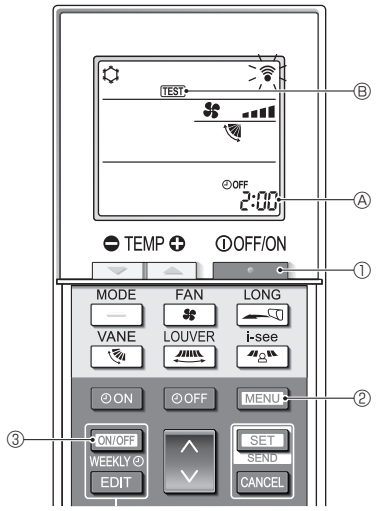

Abb. 7-5
7.2.2. Verwendung der drahtlosen Fernbedienung (Abb. 7-5)
■ **Testlauf (Abb. 7-5)**
1. Drücken Sie die Taste [ ] ①, um die Klimaanlage anzuhalten.
- Wenn der Wochen-Timer aktiviert ist (WEEKLY eingeschaltet ist), drücken Sie die Taste [ON/OFF WEEKLY] ③, um ihn zu deaktivieren (WEEKLY ist ausgeschaltet).
2. Drücken Sie die Taste [MENU] ② 5 Sekunden lang.
3. Drücken Sie die Taste [MENU] ②.